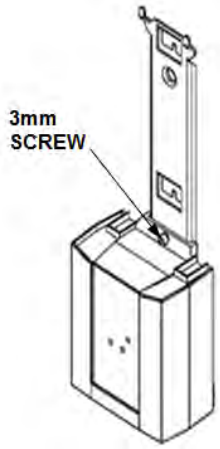

FIG. 18
5.3 Remove control box from mounting bracket (FIG. 18) using 3mm hex key. Set screw aside for later use.
5.6.1 Secure control box to mounting bracket using 3mm hex key to re-insert the screw (FIG. 18).